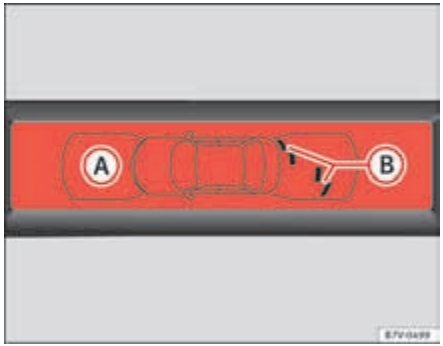

Fig. 151 On-screen OPS display: (A) an obstacle has been detected in the segment. (B) zone recorded behind the vehicle.
The zone in which obstacles are recognised runs to a distance of around 120 cm from the front of the vehicle and up to 60 cm to the side ⇒ fig. 151 (B). Behind the vehicle, the zone analysed reaches a distance of up to 160 cm and around 60 cm to the sides ⇒ fig. 150 (C).
The image displayed represents the supervised zones in several segments. As the vehicle moves closer to an obstacle, the segment moves closer to the vehicle displayed ⇒ fig. 150 (B) and ⇒ fig. 151 (A). When the penultimate segment is displayed, this means that the vehicle has reached the collision zone. **Stop the vehicle!**